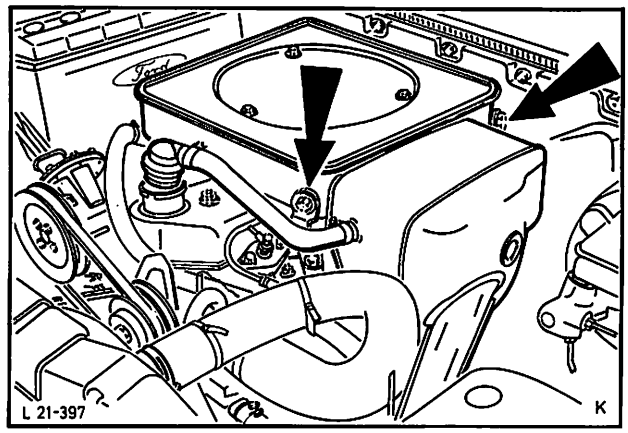

Abb. 10 Ansauggeräuschdämpfer
1. Fahrzeug auf eine Grube bzw. Hebebühne fahren. Massekabel – Batterie abklemmen, Ansauggeräuschdämpfer ausbauen und Ansaugrohr mit einer Kappe abdecken, Abb. 10.